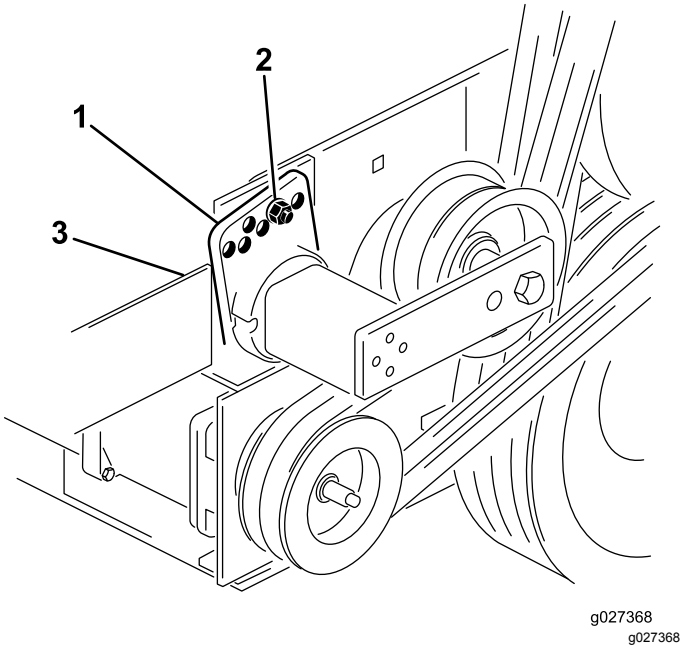

Figuur 13
3. Verwijder de bout en moer waarmee de geleider van de riemspanner vastzit aan de bevestiging van de aandrijving om de spanning van de riem te nemen (Figuur 13).